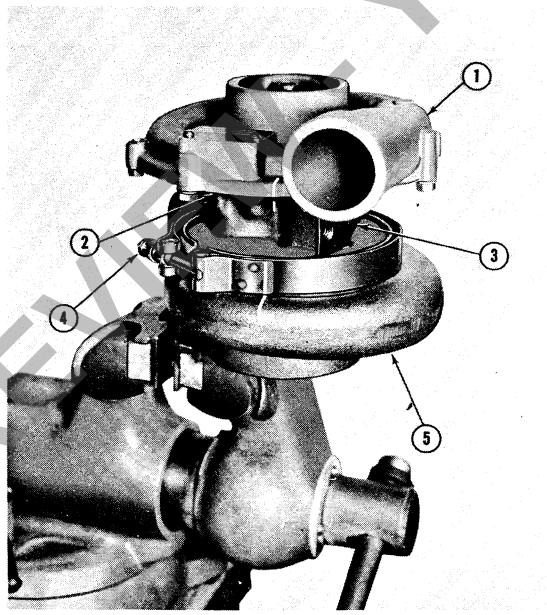

Figure 71
1. Mark the relative positions of the compressor cover, the bearing housing and the turbine housing, Figure 71, and remove the lock washers, clamp plates and cover.